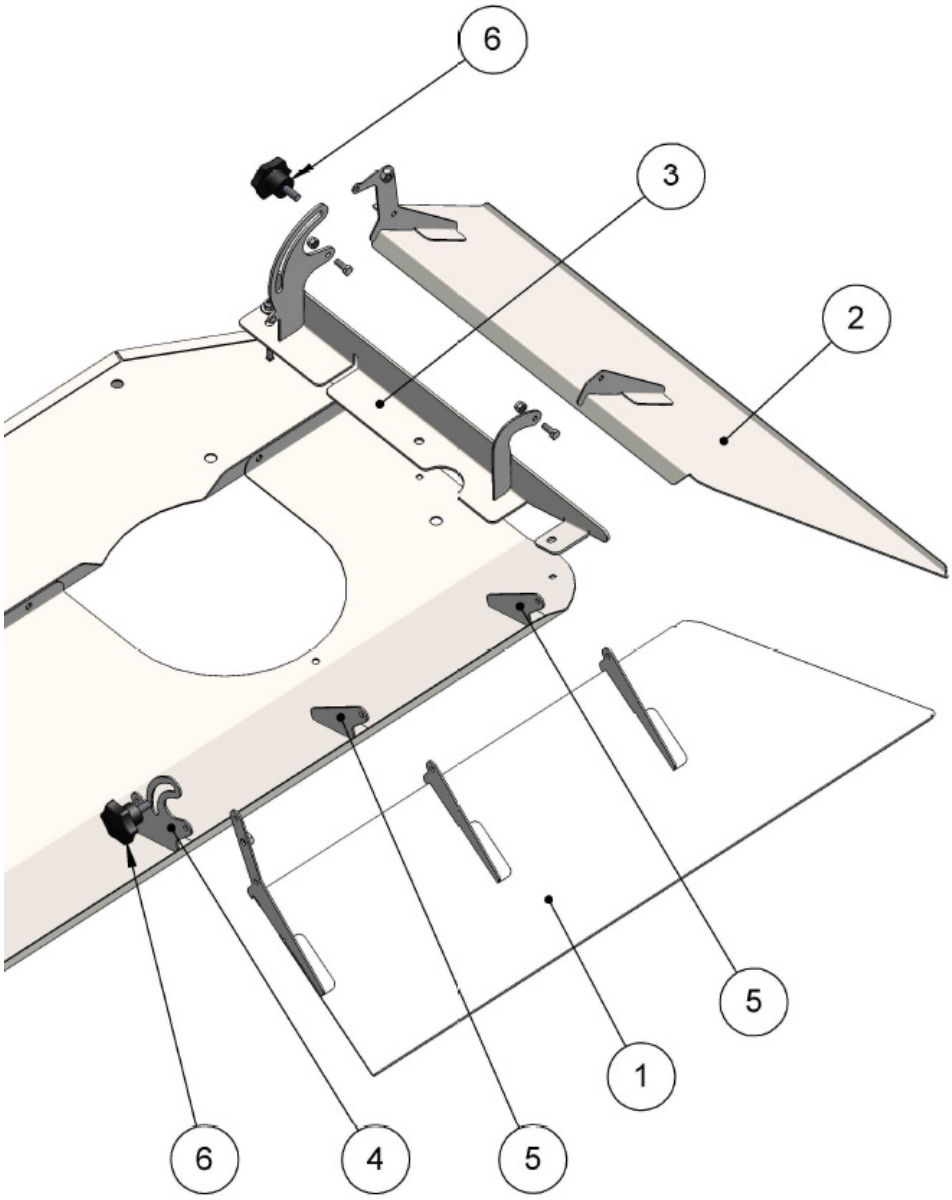

Rys.43 Przystawka do wysiewu granicznego.
Przystawkę do wysiewu granicznego montowana jest po prawej stronie rozsiewacza. Regulacja otwarciem klapy tylnej oraz bocznej odbywa się ręcznie poprzez uchwyt gwiazdowy (6) – Rys. 43.